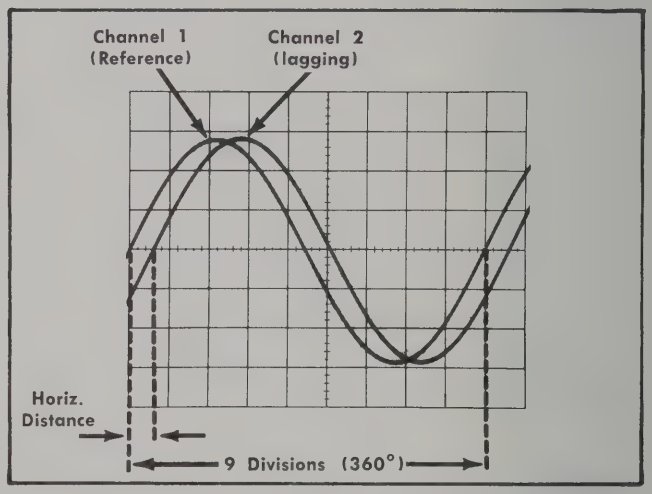
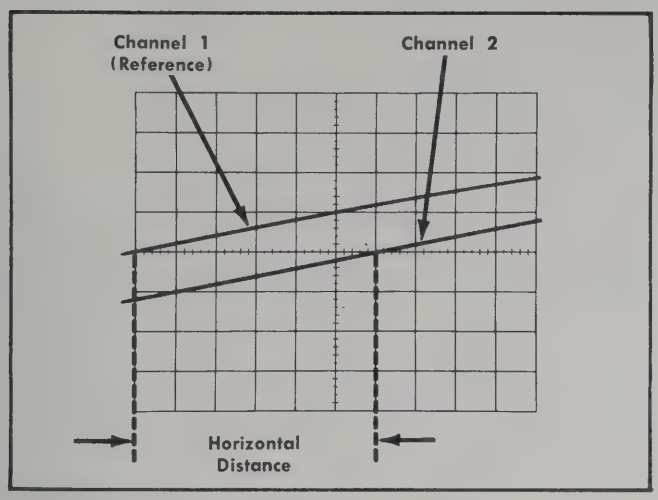

Fig. 2-15. Measuring phase difference.
Fig. 2-16. More accurate phase measurement with increased sweep rate.
5. Turn the VARIABLE TIME/DIV control until one cycle of the reference signal (Channel 1) occupies exactly nine divisions horizontally (see Fig. 2-15). Each division of the graticule represents 40° of the cycle (360° ÷ 9 divisions = 40°/division). The sweep rate can be stated in terms of degrees as 40°/division.
Example. Assume a horizontal distance of 0.6 divisions with a sweep rate of 40°/division as shown in Fig. 2-15.
Example. For example, if the sweep rate were increased 10 times with the magnifier, the magnified sweep rate would be 40° ÷ 10 = 4°/division. Fig. 2-16 shows the same signals as used in Fig. 2-15 but with the magnifier on. With a horizontal distance of six divisions, the phase difference is: